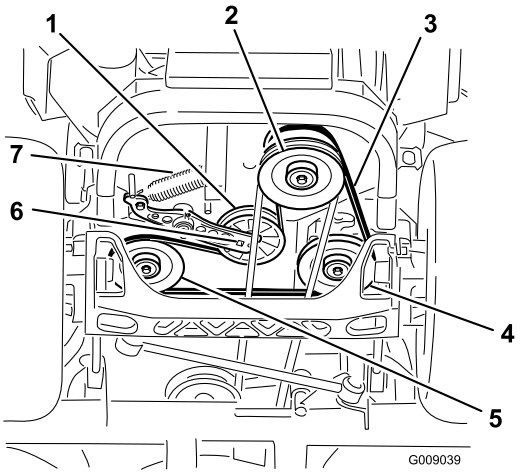

Figur 79
4. Løft maskinen, og understøt den med donkrafte (Figur 79).
5. Brug en skralde i det firkantede hul i styrearmen for at fjerne styrefjederen (Figur 79).
6. Tag styrefjederen af stellet (Figur 79).
9. Brug en skralde i det firkantede hul i styrearmen for at montere styrefjederen på stellet (Figur 79).